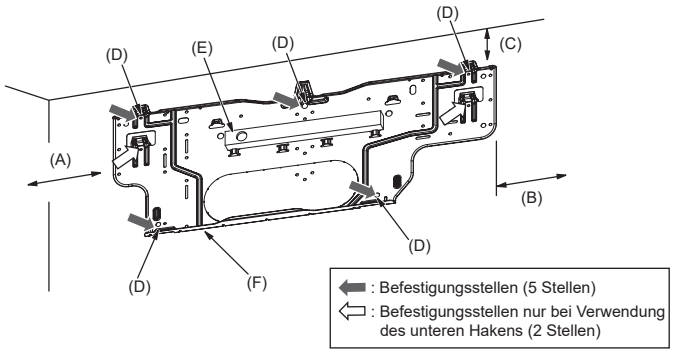

Abb. 3-4
3.2.3. Anbringung der Wandbefestigungen (Abb. 3-4)